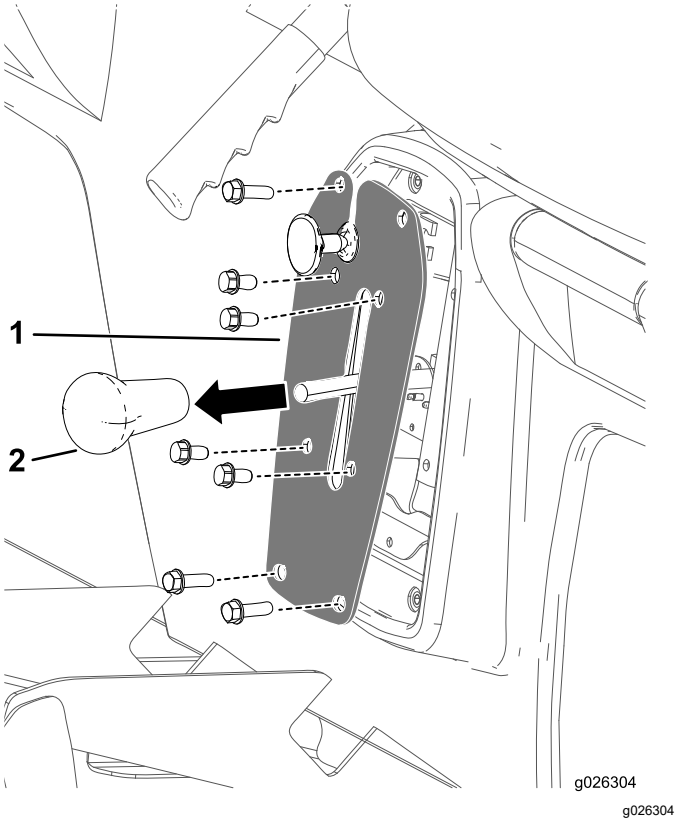

**Figura 43**
1. Retire el pomo de la palanca de cambios (Figura 43).
2. Retire los 4 pernos que sujetan la placa del selector de marchas al soporte de la placa (Figura 43).
3. Retire los 4 pernos que sujetan la placa del selector de marchas a la base de los asientos, y retire la placa del selector de marchas (Figura 43).
4. Enrosque el pomo en la palanca de cambios y apriételo a mano (Figura 43).